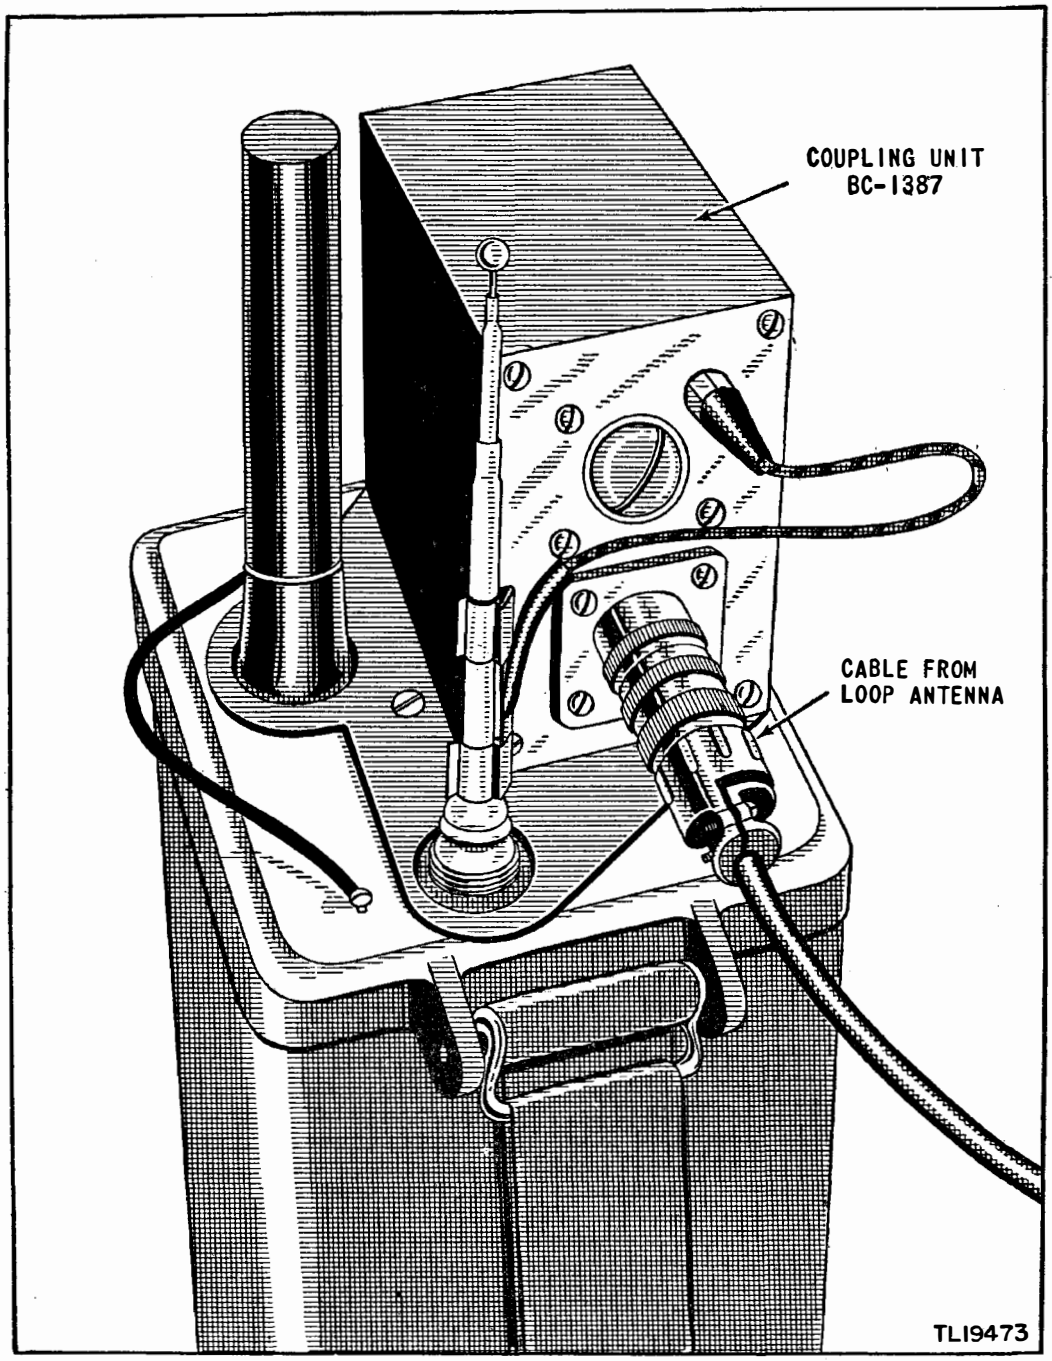

Figure 38. Details for mounting coupling unit on Radio Receiver and Transmitter BC-611-(*).
c. Coupling Unit BC–1387. The coupling unit (fig. 38) is housed in a steel can. The container has a mounting flange extending from its base plate which permits installation over the threaded antenna insulator base and the antenna cap mounting stud. The coupling unit contains an r-f coupling transformer and a variable capacitor for tuning the transformer. A short lead, extending through the front panel of the coupling unit and fitted with a clip, connects to the bottom section of the telescopic rod antenna of the radio set. A plug is mounted on the front panel and engages the connector on the transmission line.
d. Accessories. (1) Case CS–156–( ) provides carrying space for the radio set and Case CS–157–( ) provides carrying space for the kit components. The bags are fitted with suitable straps to permit slinging over the shoulder or under the arm. During homing operations the radio set may be carried in this bag.
(2) A bottom plate for Radio Receiver and Transmitter BC–611–(*) containing a jack for using an external headset is provided for installation on the chassis housing.